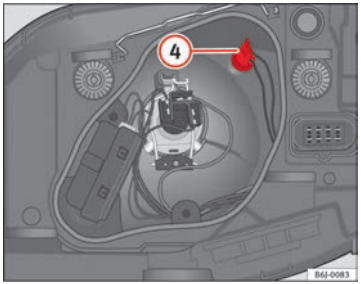

Fig. 158 Side lights
– Remove the bulb holder (4) ⇒ Fig. 158 outwards.